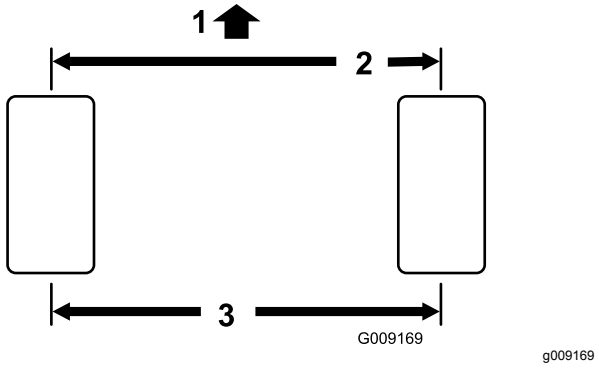

Figuur 109
2. Meet de afstand hart-op-hart van het toespoor (ter hoogte van de assen) aan de voorzijde en de achterzijde van de stuurwielen (Figuur 109).